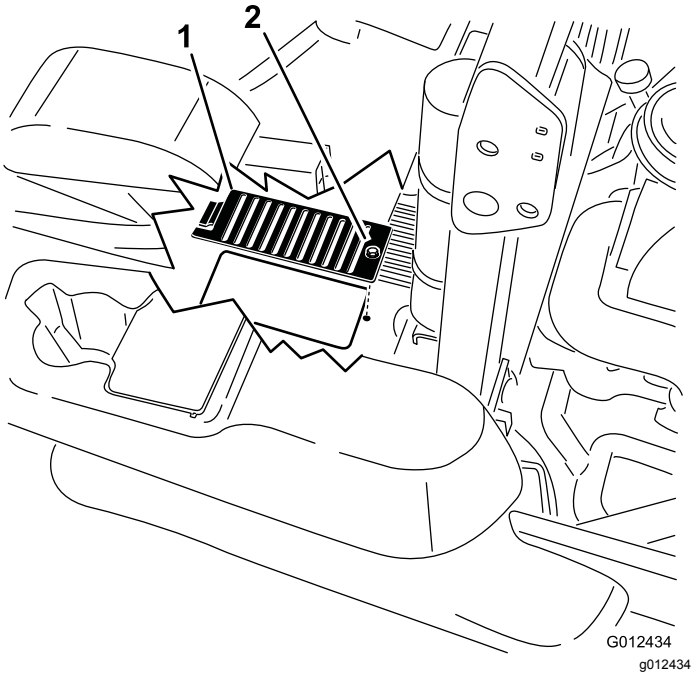

**Figuur 81**
6. Verwijder de bout en de kap van de peilstokken. Reinig rond de peilstok en de hydraulische eenheid (Figuur 81).